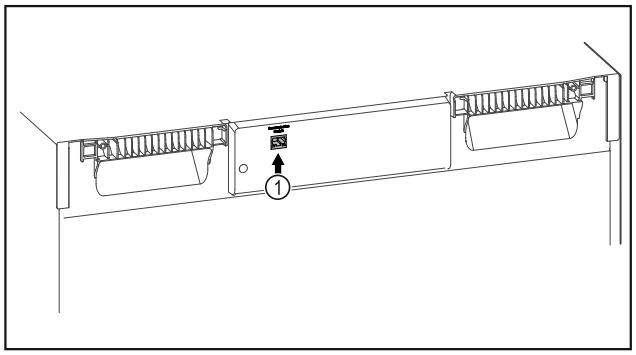

Fig. 89
❑ Le SmartModule *Fig. 89 (1)* est en place.